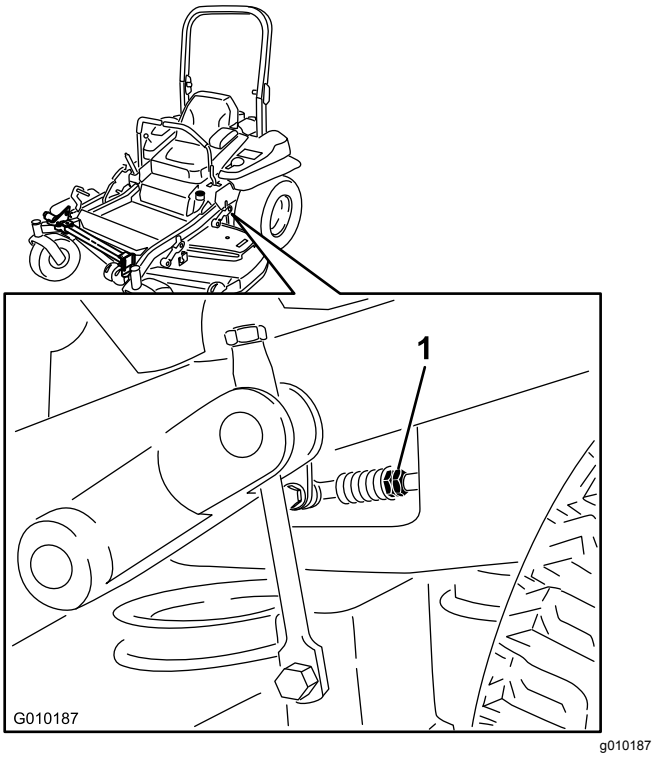

Figur 100
11. Juster lengden på pumpestangen ved å vri på de doble mutrene på stangen i den aktuelle retningen til hjulene kryper noe i revers (Figur 100).